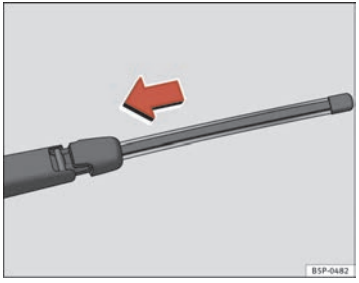

Fig. 151 Mount rear window wiper blade
– Place the blade as shown in the ⇒ fig. 151 and slide the adapter along until it fits into place.